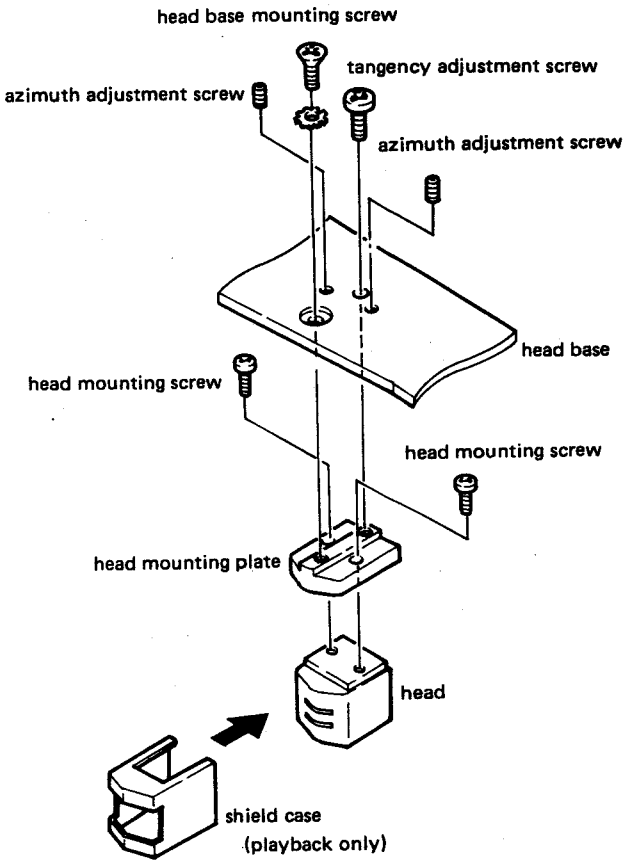
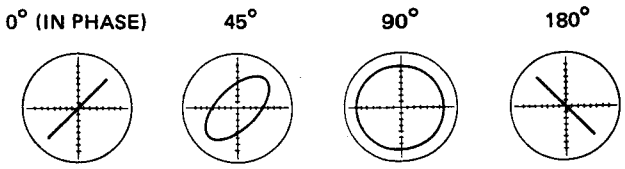

Fig. 2-23 Head mounting
Fig. 2-25 Confirming phase relationship
1. See Fig. 2-23 for necessary connections.
5. Play the 16kHz signal on the tape and adjust the azimuth of the playback heads using adjustment screws for less than 45° of phase difference between the two channels (see Fig. 2-25).
3. Load the blank test tape TEAC YTT-8013 (NORMAL) or YTT-8053 (EE) and record a 400Hz, −12dB (195mV) signal in forward recording mode to reproduce it simultaneously.
5. Simultaneously record and reproduce a 400Hz, −42dB (6.15 mV) signal and adjust the azimuth of the forward recording head using adjustment screws for less than 45° of phase difference between the two channels (see Fig. 2-25).
1. 接続　Fig.2-23